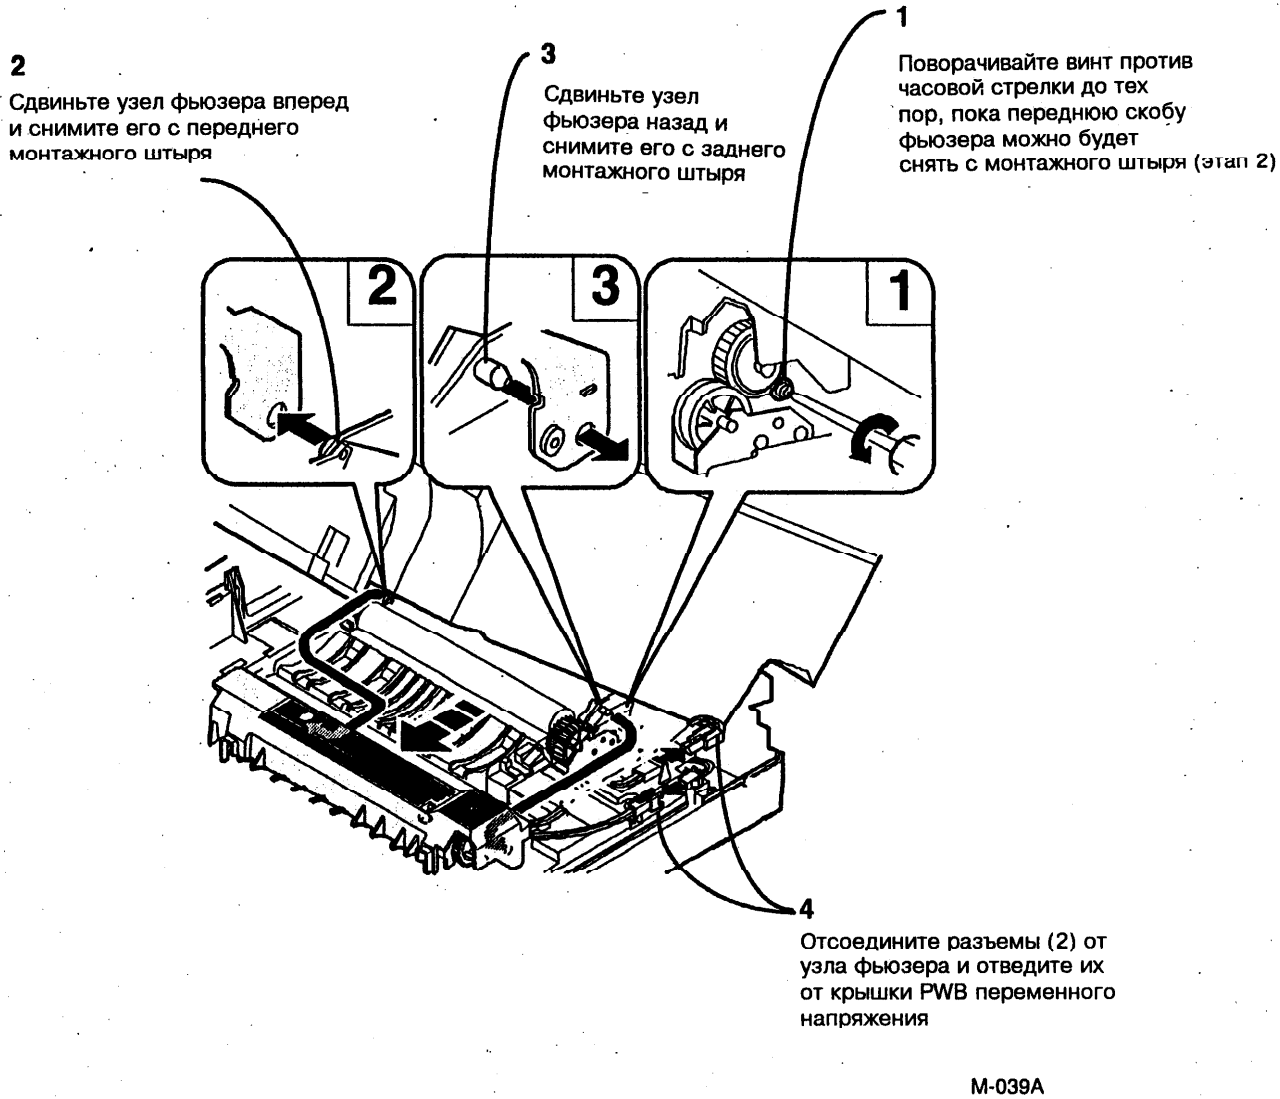

Рис. 1. Снятие узла фьюзера
2. (Рис.1): Снимите узел фьюзера.